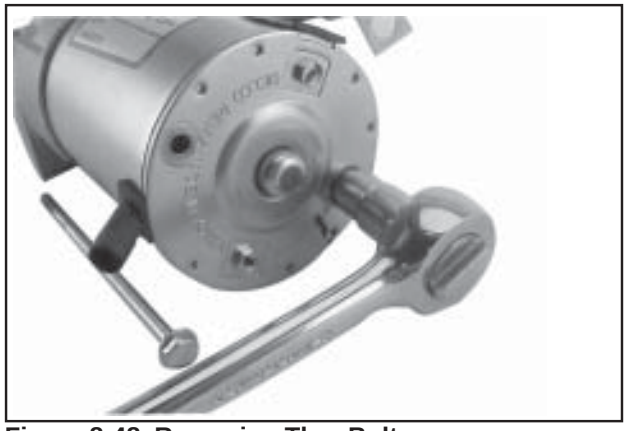

Figure 8-48. Removing Thru Bolts.
4. Remove the two thru (larger) bolts. See Figure 8-48.